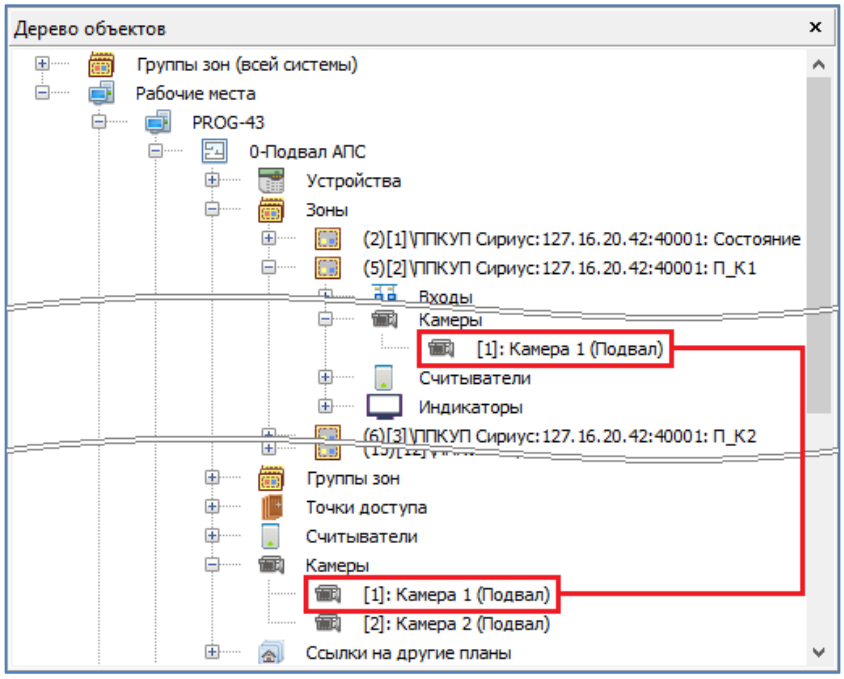

Рисунок 6-572 Объект "Камера" в дереве планов
- при добавлении соответствующего объекта «Камера» в дерево планов для рабочего места, которому принадлежит камера, добавленный объект «Камера» отображается (см. Рисунок 6-572) как дочерний и для узла «Камеры», принадлежащего объекту «План помещения» (см. п. 6.3.4.2.3), и для узла «Камеры», принадлежащего объекту «Зона» (см. п. 6.3.4.2.6);